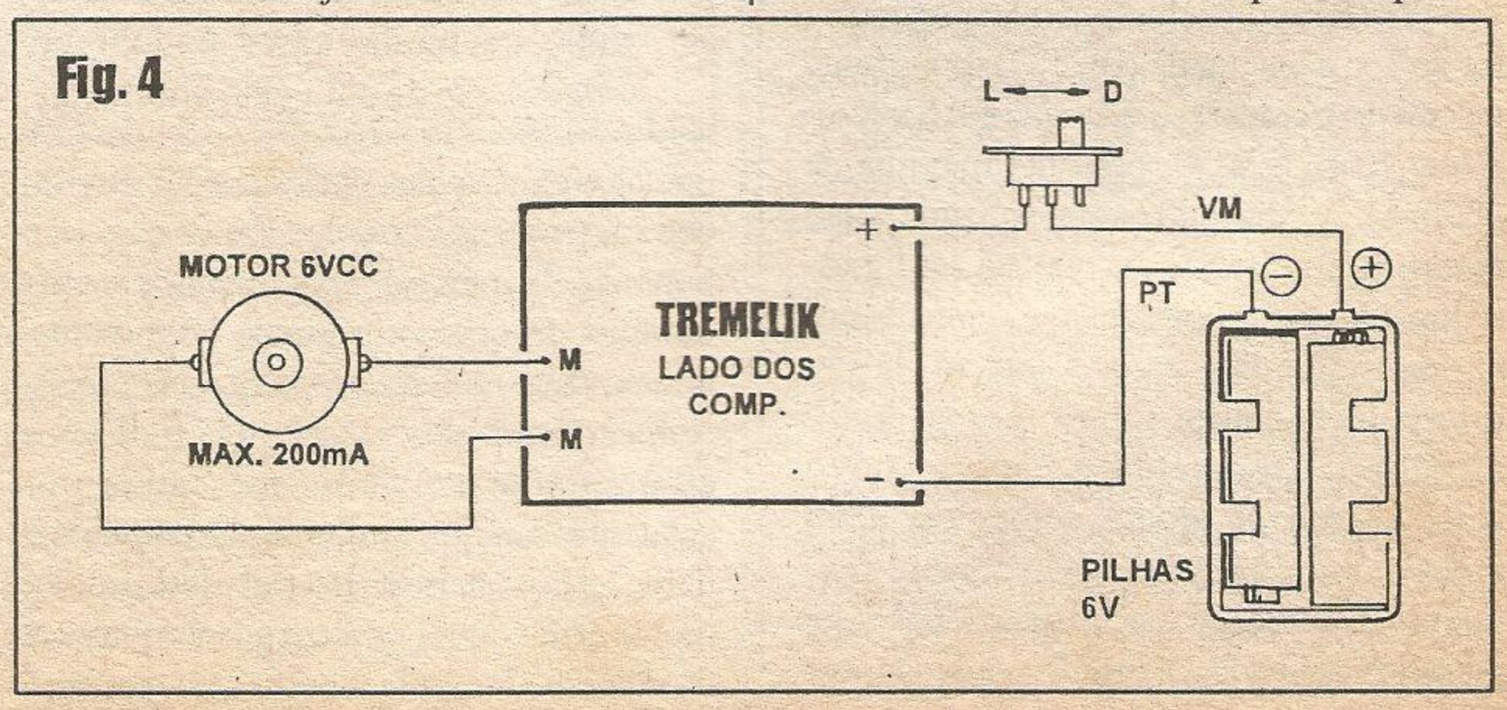

Fig. 4
**- FIG. 4 - CONEXÕES EXTERNAS À PLACA -** O impresso ainda é observado - no diagrama - pela face dos componentes, porém agora detalhando apenas as ligações externas à placa. A alimentação, proveniente do suporte das pilhas, deve ser ligada aos pontos (+) e (-), respectivamente com os cabinhos **vermelho (positivo)** e **preto (negativo)**, conforme é convencional... No fio do **positivo (vermelho)**, intercala-se o pequeno interruptor geral... Os terminais do motorzinho devem ser ligados (por pedaços de cabinho isolado, no conveniente comprimento...) aos pontos **M-M**... Em tese, tais ligações (do micro-motor...) são *polarizadas*, porém a única alteração resultante da eventual inversão dos fios, é a também inversão do sentido de rotação do eixo do dispositivo, assunto desimportante para a presente aplicação (onde o movimento rotativo do eixo será transformado em movimento linear, conforme veremos adiante...).